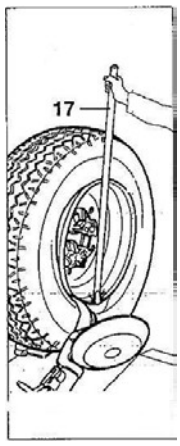

Рис. 7.6
B) Вращайте колесо и одновременно перемещайте крюк вперед, вставляя его между ободом и бортом таким образом, чтобы прикрепить его к борту (см. рис. 7.6)
E) Вставьте рычаг LA (17, рис. 7.6) между ободом и бортом справа от инструмента.
L) Вставьте рычаг LA (17, рис. 7.6) между ободом и бортом справа от инструмента.